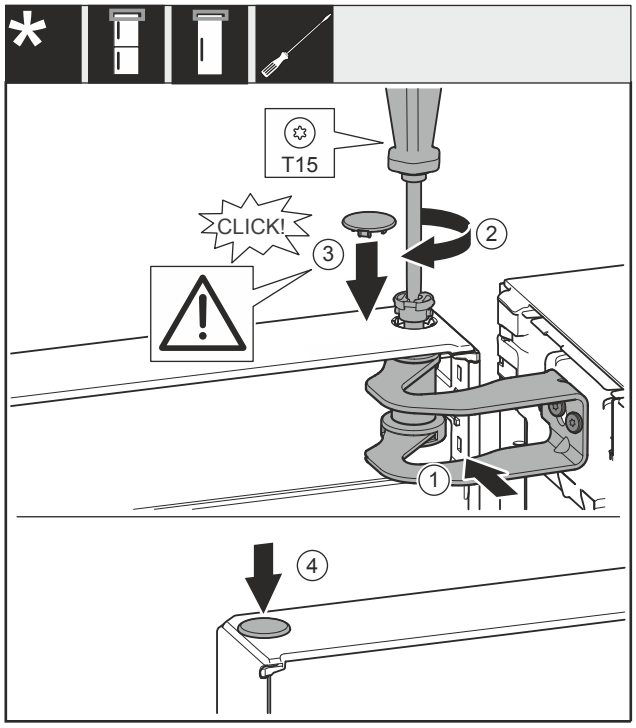

Fig. 24
- ▶ Deur met de opening in het lagerbok *Fig. 24 (1)* uitlijnen.
- ▶ Bouten *Fig. 24 (2)* insteken en met een schroevendraaier vastschroeven.
- ▶ Afdekking *Fig. 24 (3)* plaatsen.
- ▶ Controleer of de afdekking *Fig. 24 (3)* tegen de deur ligt.
- ▶ Afdekking *Fig. 24 (4)* plaatsen.